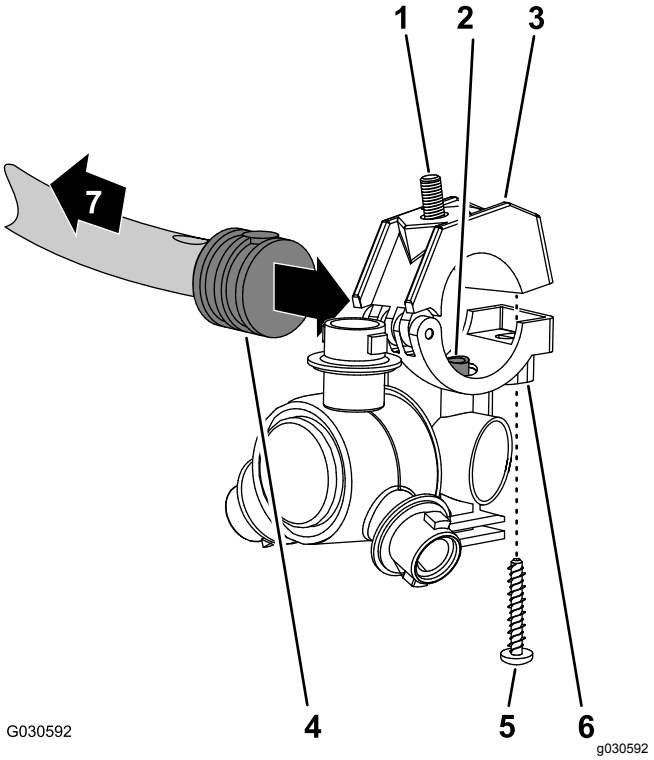
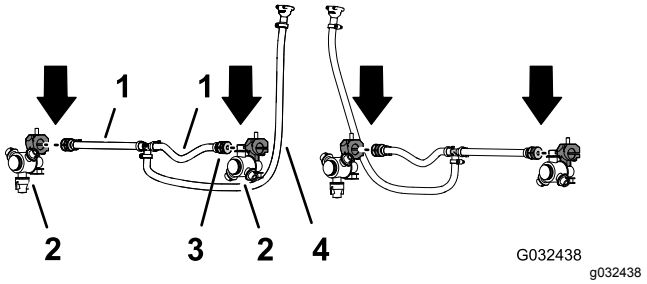

Figuur 55
Figuur 56
2. Ga naar de 2 spuitdoppen van de egalisatieset van het GeoLink spuitsysteem. Verwijder de schroef in roestvrij staal waarmee de bovenste klemhelft aan de zitting is bevestigd (Figuur 55).
3. Zoek de opening in de zijkant van de enkele steel met slangribbel aan het uiteinde van de slang van 25 cm van de slangeenheid (spuitklep 5 of 6) voor de middelste spuitboom (Figuur 55 en Figuur 56).
4. Lijn de verbindingsbuis in de zitting van een spuitdop (Figuur 55) uit met de opening in de zijkant van de enkele steel met slangribbel (½").
5. Sluit de bovenste klemhelft rond de geribde slangaansluiting en zet de halve klem en sproeikopbehuizing (Figuur 55) vast met de roestvast stalen schroef (nr. 12 x 1¼"); draai de schroef aan met 14 tot 18 N·m
6. Gebruik de spuitdop, inbusbout en schroef van roestvrij staal die u verwijderd hebt in stap 1 en 2 van De spuitdoppen van de spuitmachine verwijderen (bladz. 23) en herhaal stap 3 tot 5 voor de enkele steel met slangribbel (Figuur 55 en Figuur 56) aan het uiteinde van de andere slang van 25 cm.
7. Gebruik de 2 spuitdoppen die u verwijderd hebt in stap 4 van De spuitdoppen van de spuitmachine verwijderen (bladz. 23) en herhaal stap 3 tot 5 voor de enkele steel met slangribbel van de andere slangeenheid (spuitklep 5 of 6) voor de middelste spuitboom (Figuur 55 en Figuur 56).